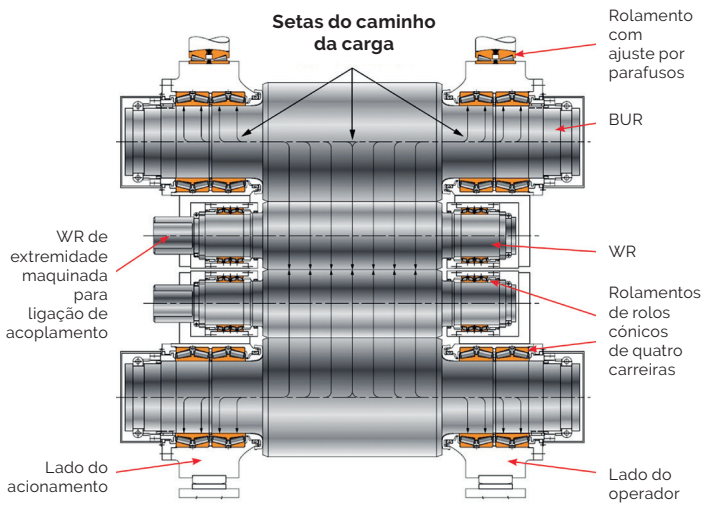
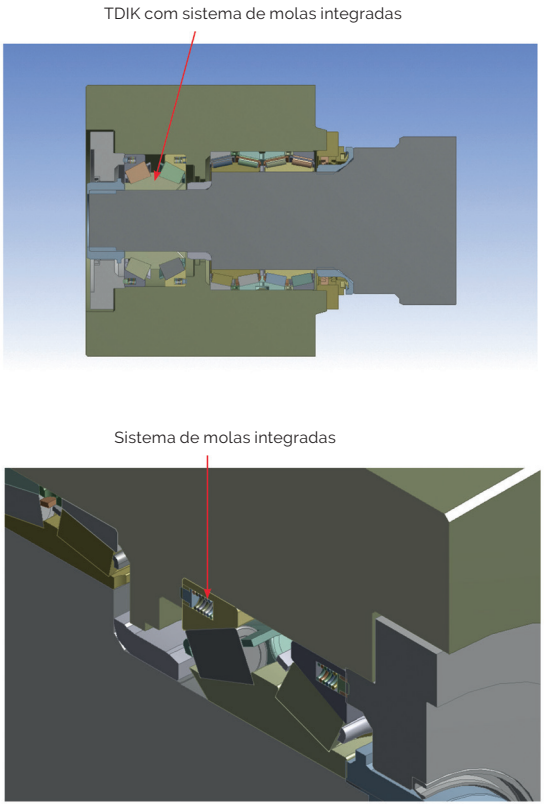

Figura 1. Corte transversal de uma estação de 4 laminadores.
Figura 3. Extremidade do cilindro com rolamentos de rolos cónicos de quatro carreiras e TDIK com molas integradas.
A Figura 1 mostra um corte transversal da disposição de uma estação de quatro laminadores, onde se encontram instalados rolamentos de rolos cónicos de quatro filas nas extremidades dos cilindros de apoio (BUR) e dos cilindros de trabalho (WR). Os rolamentos axiais de rolos cónicos são também utilizados num sistema de aperto por parafusos para ajustar a espessura do produto laminado.
O lado esquerdo da estação de laminadores na Figura 1 está ligado à unidade de acionamento. A extremidade do WR está usinada para uma conexão com acoplamento. O alojamento do rolamento flutua livremente deste lado. O lado direito da Figura 1 representa o lado do operador dos laminadores, no qual o mancal do rolamento está fixo à estrutura.
Na maioria dos casos, quando são utilizados rolamentos de rolos cónicos de quatro carreiras, não são necessárias posições axiais adicionais (consulte a Figura 1). Mas nos casos em que a carga axial é demasiada elevada (tal como quando o deslocamento axial ou os sistemas de cruzamento de rolos são incorporados no laminador), é necessário um rolamento axial adicional para suportar esta carga axial adicional. O rolamento axial impede que o rolamento radial absorva a carga axial. A Figura 3 mostra a construção de uma extremidade de cilindro com rolamentos de rolos cónicos de quatro filas e o rolamento de TDIK axial adicional.